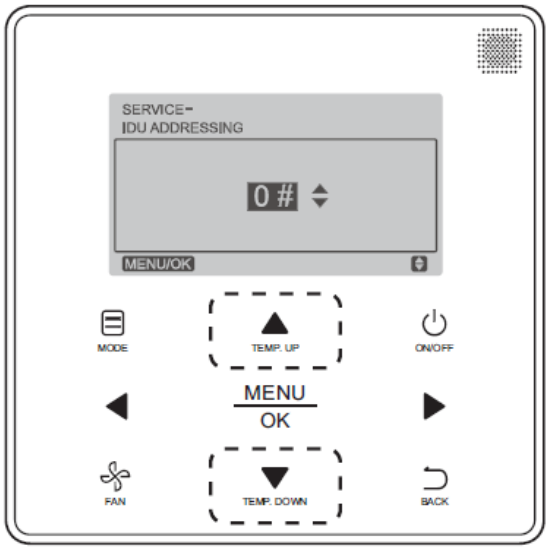

Fig. 37 —Programmable Controller (40VM900003) Setting IDU Address
3. Press **TEMP. UP** or **TEMP. DOWN** to choose the address you want to set as shown in Fig. 37. Press **MENU/OK** to send this address to the IDU.